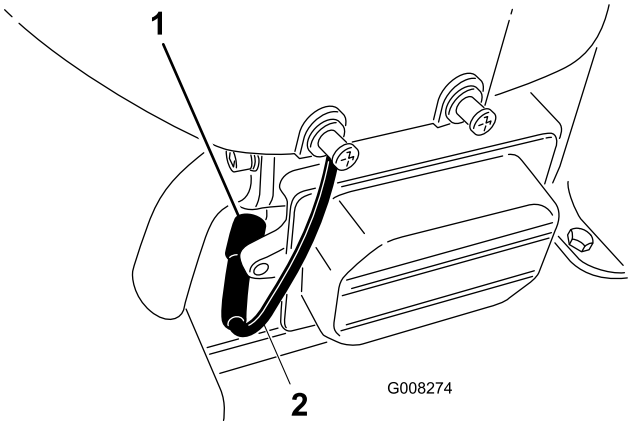

Figur 25
6. Koble ledningen fra tennpluggen (Figur 25).
8. Ta ut tennpluggen og metallskiven (Figur 25).
3. Koble ledningen til tennpluggen (Figur 25).